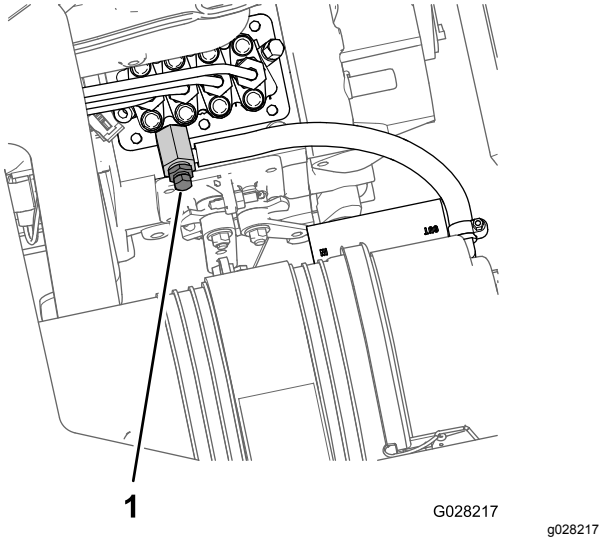

**Рисунок 74**
8. Поместите сливной поддон под ту часть двигателя, где находится насос для впрыска топлива (Рисунок 74).
9. Выверните винт стравливания воздуха из насоса для впрыска топлива (Рисунок 74).
11. Оставьте ключ в положении Вкл. до тех пор, пока через продувочный винт не начнет вытекать сплошной поток топлива (Рисунок 74).
12. Затяните продувочный винт (Рисунок 74) и поверните ключ в положение Выкл.